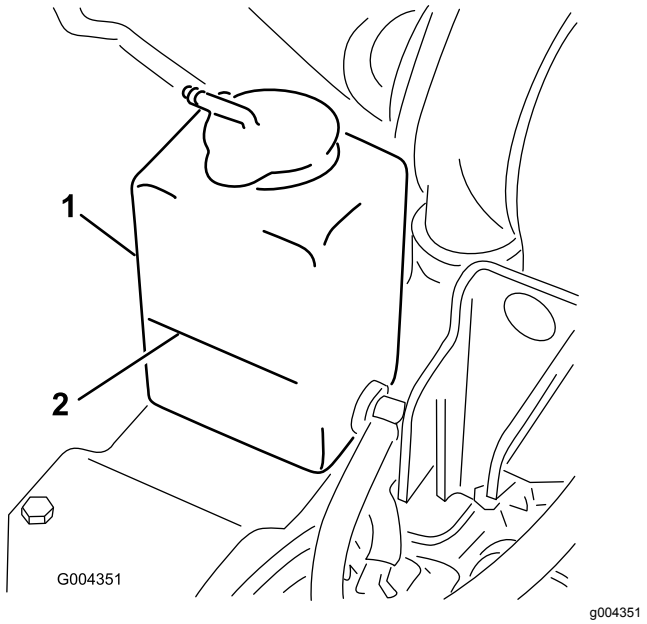

**Figure 50**
3. Check the coolant level of coolant in the expansion tank (Figure 50).
I. Add coolant into the expansion tank until it reaches the Full mark on the side of the tank (Figure 50).